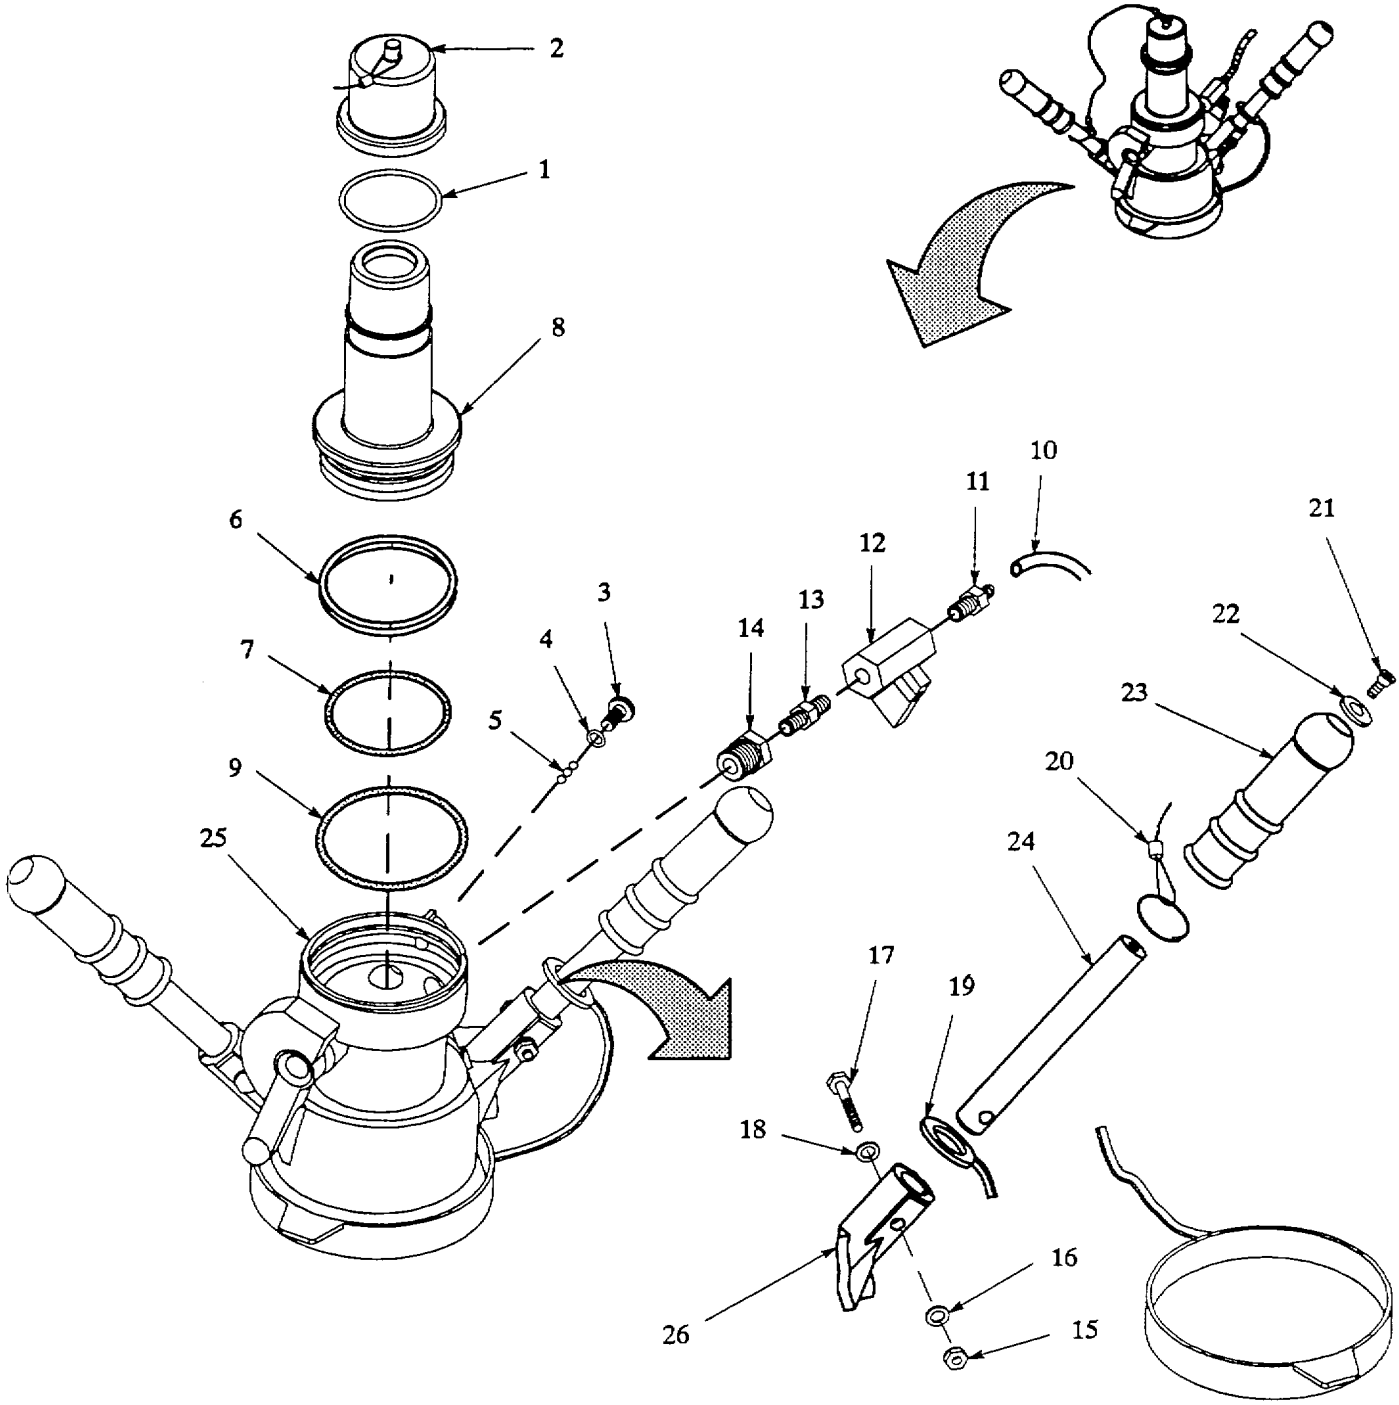

Figure 4-5. Recirculation Nozzle Assembly.
c. Inspection. Refer to figure 4-5.
(1) Inspect inlet adapter (8) for cracks. Check for scratches and abrasion at all sealing surfaces. Push in on check valve mounted inside dust cap end of adapter. Valve should move off seat without sticking and seat against adapter end when released.
(2) Inspect body (25) for cracks, corrosion and damaged or missing parts.
(3) Inspect ball valve (12) for damaged or missing control handle. Valve should operate smoothly without sticking or jamming.
(4) Inspect collar (26) for cracks and corrosion.
e. Assembly. Refer to figure 4-5.
(1) Push grip (23) onto handle (24).
(2) Install flat washer (22) and self locking socket screw (21) in grip (23).
(3) Remove handle (24) from vise.
(4) Slide cap (19) and wire ring (20) onto handle (24).
(5) Position handle (24) in collar (26) and install flat washer (18), screw (17), flat washer (16) and self locking nut (15).
(6) Repeat steps (1), (2), (4) and (5) for other handle.